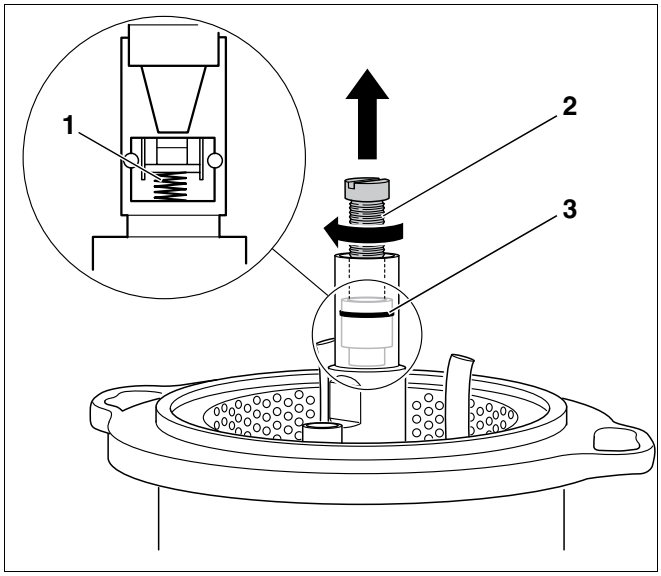

Fig. 51 Sostituire la valvola di chiusura
La valvola di chiusura (fig. 51, **pos. 3**) del pre-riscaldatore del gasolio funziona come una valvola di non ritorno. Quando è in funzione la pompa del gasolio, il gasolio viene spinto attraverso la valvola di chiusura. Se la pompa si spegne, la valvola di chiusura si chiude con una molla (fig. 51, **pos. 1**).
- Avvitare la vite M5 × 50 (fig. 51, **pos. 2**).
- Sfilare la valvola di chiusura (fig. 51, **pos. 3**).